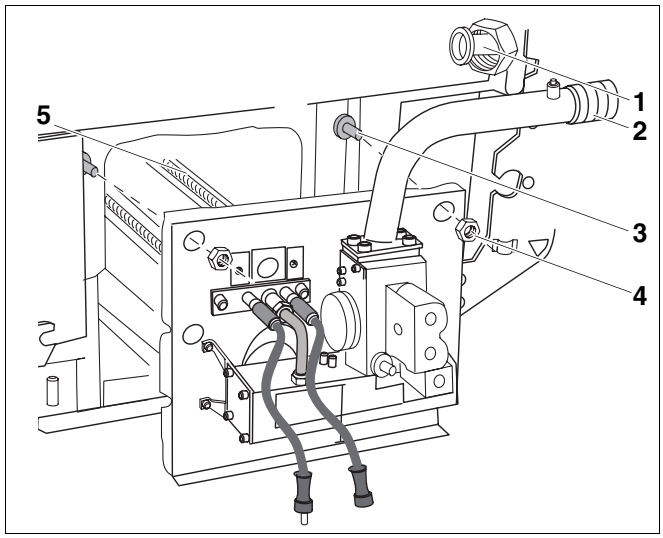

Rys. 41 Demontaż palnika gazowego
- Rozkręcić połączenie gwintowe (rys. 41, **poz. 2**) i zdemontować palnik gazowy z armatury gazowej (rys. 41, **poz. 1**).
- Odkręcić nakrętki mocujące (rys. 41, **poz. 4**) na osłonie palnika i wyjąć palnik gazowy.
- Podczas demontażu palnika należy zwracać uwagę na to, aby podkładki dystansowe (rys. 41, **poz. 3**) pozostawały na śrubach dwustronnych.
- Sprawdzić, czy rury palnika (rys. 41, **poz. 5**) nie są zabrudzone, w razie potrzeby oczyścić palnik (patrz ad 4: "Czyszczenie palnika gazowego"). Jeżeli szczeliny palnika są uszkodzone, należy wymienić palnik.
- Podczas montażu palnika należy zwracać uwagę na to, aby podkładki dystansowe (rys. 41, **poz. 3**) pozostawały na śrubach dwustronnych.
- Wymienić uszczelkę w połączeniu gwintowym (rys. 41, **poz. 2**) przyłącza gazowego.
- Sprawdzić szczelność połączenia gwintowego (rys. 41, **poz. 2**).